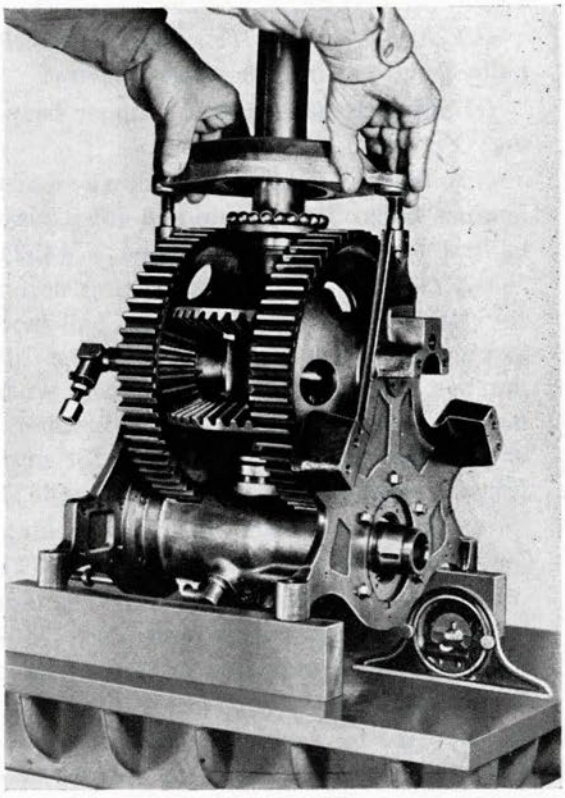

Figure 204
32. Drop strut down over balls, at the same time lining up the "A" frame bolts in strut (Fig. 204).